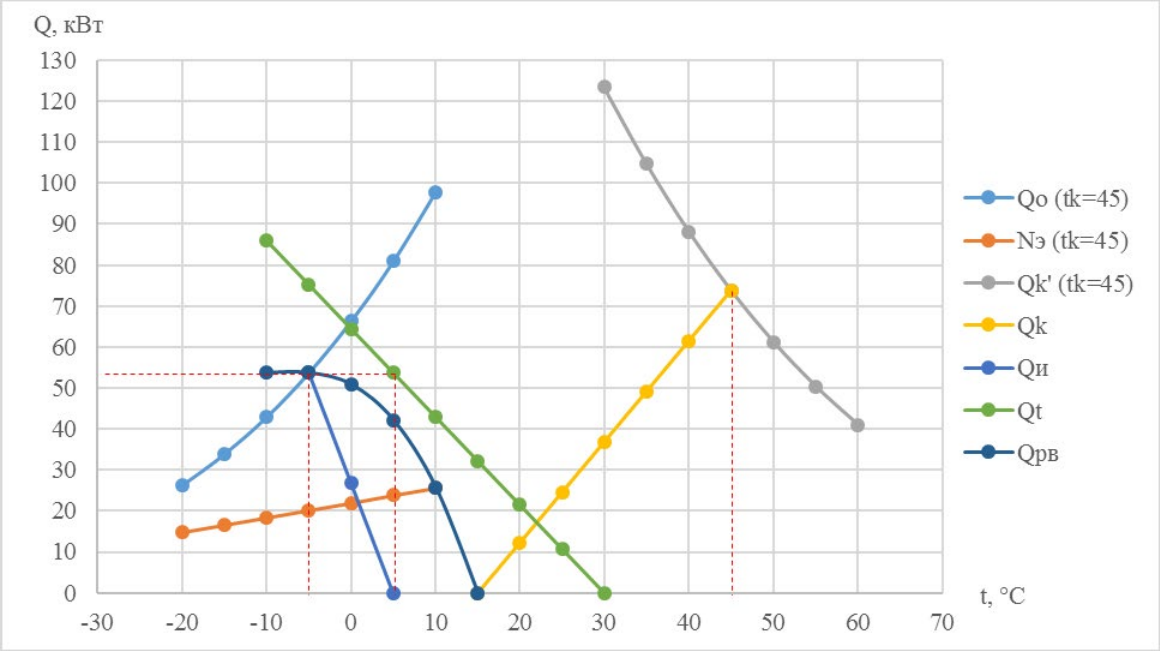

Рисунок 3 – Графо-аналитическая модель чиллера, на базе компрессора Dorin Y4060CB
Ссылки на разделы, подразделы, пункты, иллюстрации, таблицы, формулы, уравнения, приведённые в тексте собственной работы приложения следует указывать их порядковым номером, например: «... в разд. 1», «... по п. 1.2.3», «... в уравнении (2)», «... на рис. 3», «... в приложении 5».